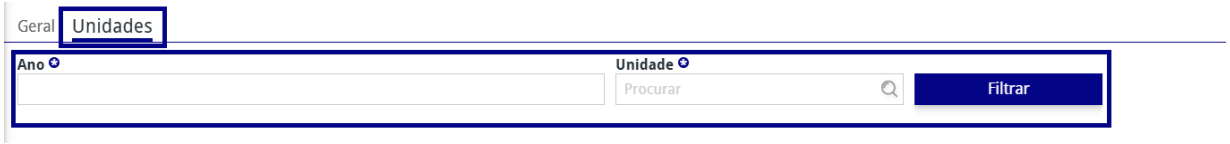

Figura 74: Ano Unidade Filtrar
3. Clique em **Filtrar** (Figura 74).